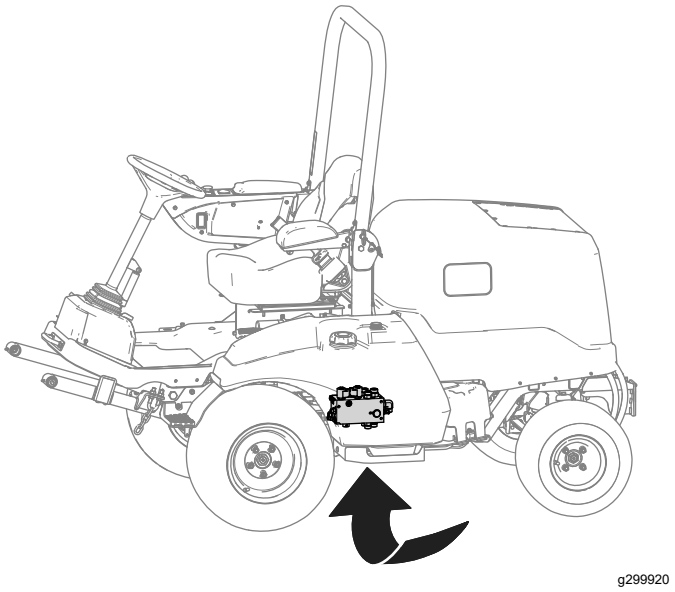

Figur 20
3. Lokalisera lyftförgreningslådan under maskinen (Figur 20).